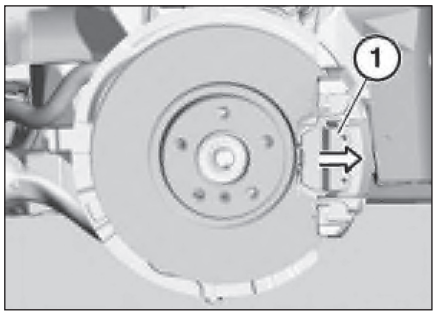

Рис. 8.7. Удерживающая пружина
- Снять удерживающую пружину (1, рис. 8.7), см. направление стрелки.